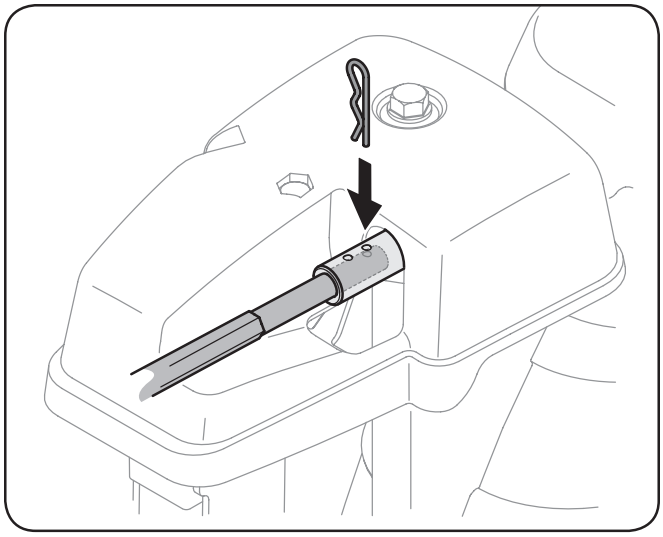

Fig. 3-9
7. Poussez la tige de commande de la goulotte vers le panneau de bord jusqu'à ce que le trou dans la tige de commande de la goulotte s'aligne avec le trou le plus proche dans l'ensemble de rotation de la goulotte et insérez la goupille fendue. Voir la Figure 3-9.